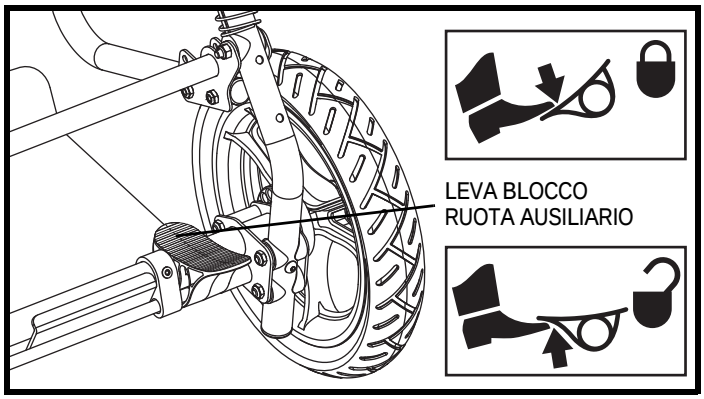

Figura 7. Blocco ruota ausiliario di Kids FAST
1. Individuare la leva del blocco ruota ausiliario sulla destra dell'assale posteriore. **Vedere la figura 7.**